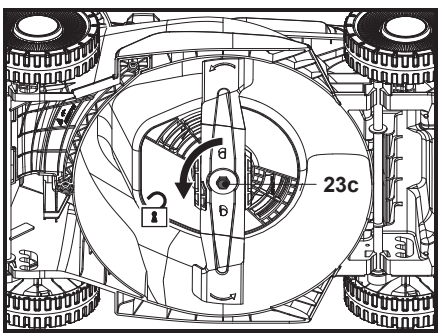

Fig. 17
1. Keep the underbody and cutting blade (23) clean and free of debris. Remove clippings from the rear discharge chute (22).
3. Keep the cutting blade (23) sharp to ensure a good cutting performance. Replace a worn or damaged cutting blade with a new one of the same type or have it sharpened by a qualified specialist.
4. Loosen the mounting bolt (23c) counterclockwise using a suitable electric impact wrench (socket size 13 mm) (Fig. 17), remove it together with the flat washer (23b) and the cutting blade (23).